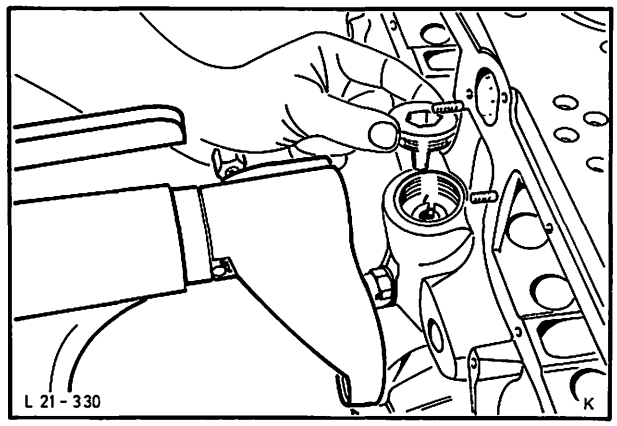

Abb. 48 Verschlußstopfen – Ölpumpe ausbauen
19. Verschlußstopfen – Ölpumpe komplett mit Distanz scheiben ausbauen, Abb. 48, (19 mm Innensechskant).